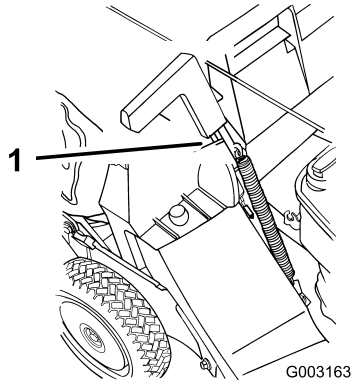

Figuur 23
5. Trek de handgreep van het afvoerdeurtje naar voren totdat de pen loskomt uit de grendel, en beweeg de handgreep naar achteren totdat de pen is vergrendeld in de uitsparing voor de grasvanger (Figuur 23).